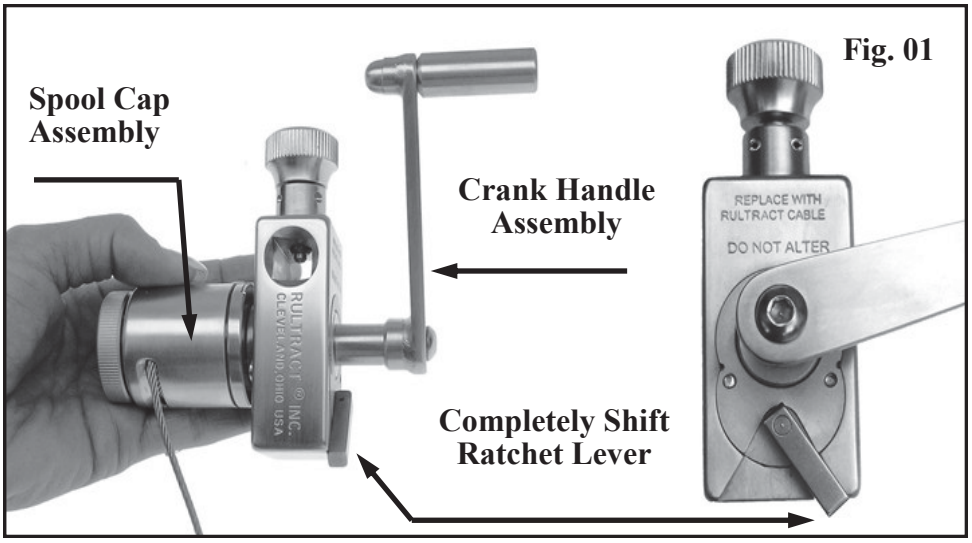
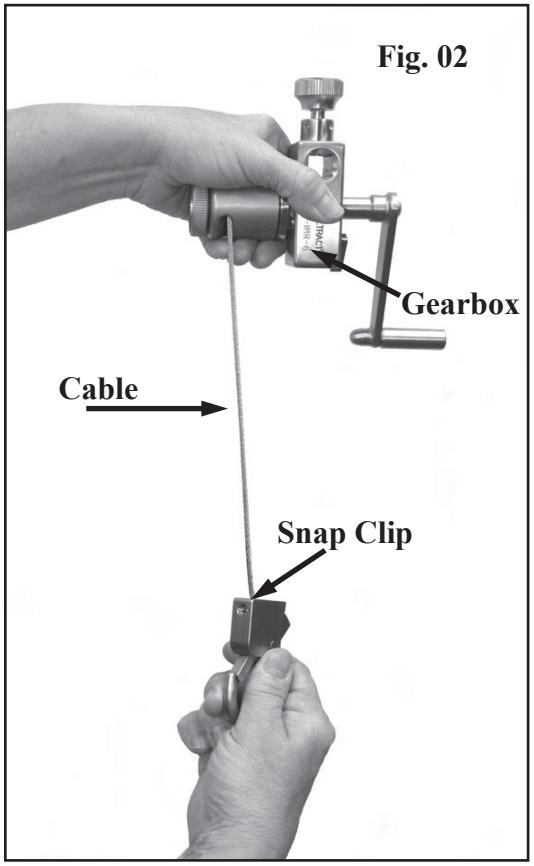

Fig. 01
Fig. 02
STEP 2 PULL CABLE FROM SPOOL: While holding the Ratchet Assembly by the Spool Cap Assembly, shift Ratchet Lever to reverse direction. (Fig. 01). Pull down on Snap Clip or Rake Plate Assembly **to completely unwind the cable, approximately 16" (Fig. 02).**